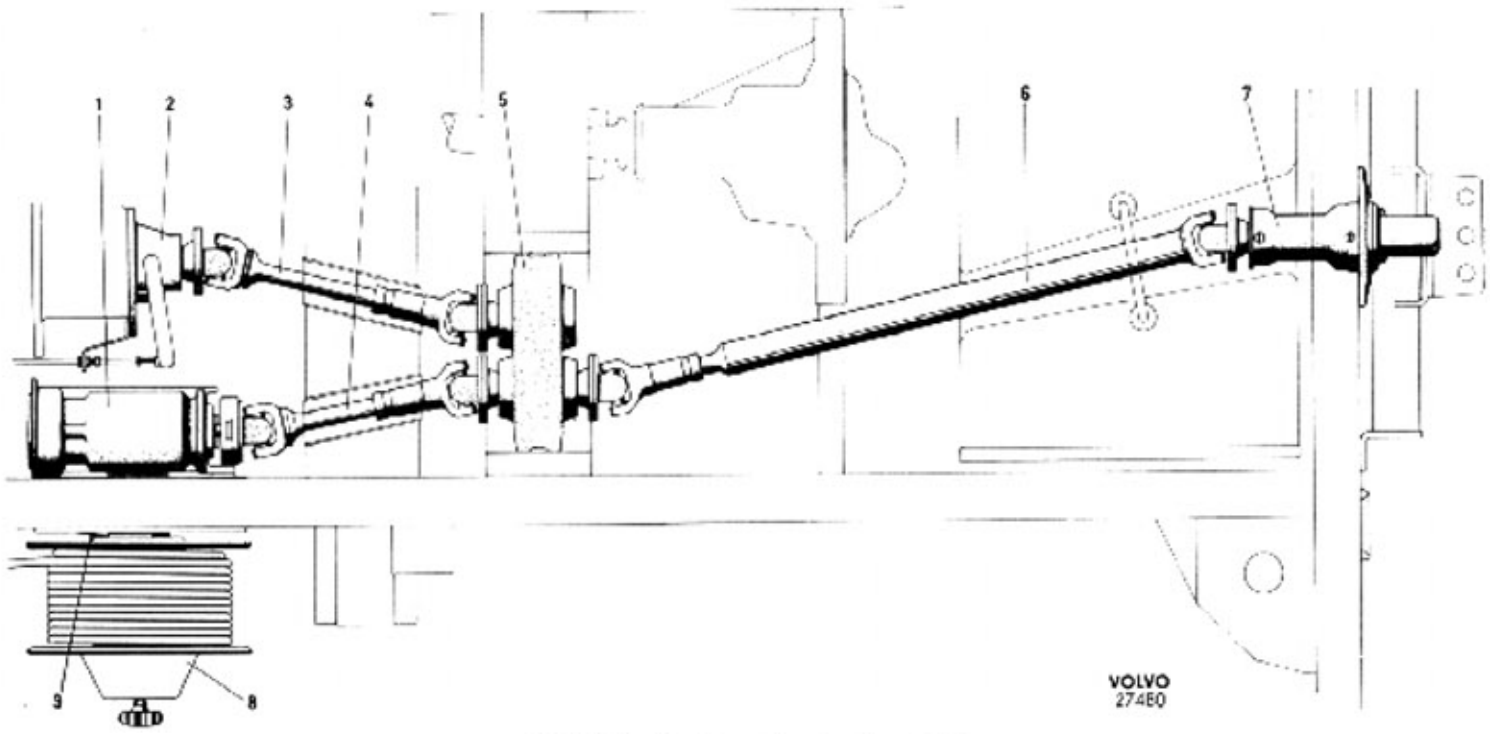

Bild 95-1. Vinschens placering i vagnen
Vinschen (Plansch 9-A) består av en snäckväxel och en vinschtrumma. Snäckväxeln växlar ner kardanaxelns varvtal till ett för vinschning passande sådant. Via en axel och en medbringare överföres kraften till vinschtrumman. Denna frikopplas då handtaget (4) drages ut. För att trumman inte skall spinna och därvid trassla linan, då denna drages ut för hand, är en justerbar spinnbroms monterad på rambalken, se 9 bild 95-1. Spinnbromsens bromsklack ligger an mot vinschtrumman.